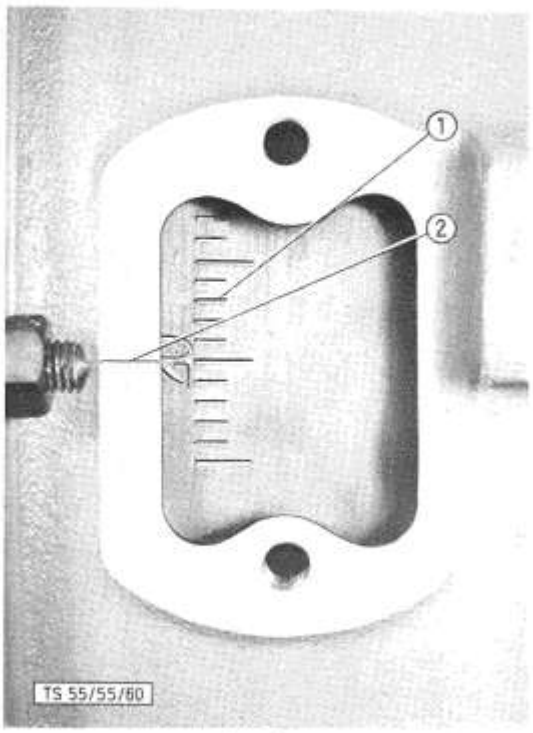

Bild 56: **Einstellgrade am Schwungrad**
a) Ersten Zylinder (das ist der Zylinder an der Schwungradseite) auf O. T. stellen. O. T. Markierung auf dem Schwungrad (Bild 56) muß in der Mitte des Schauloches (1/12 und 56/2) liegen.